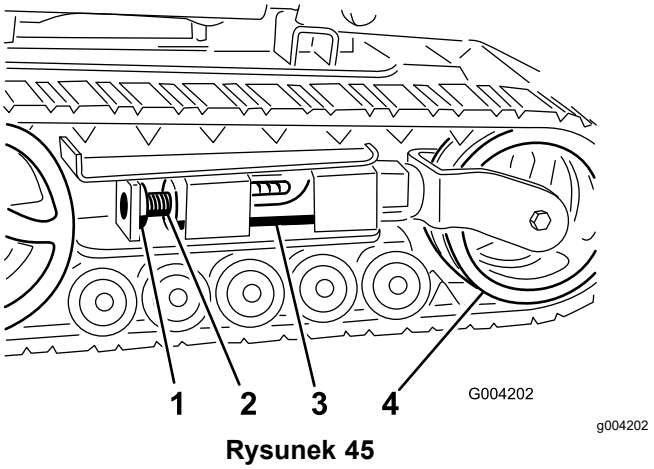
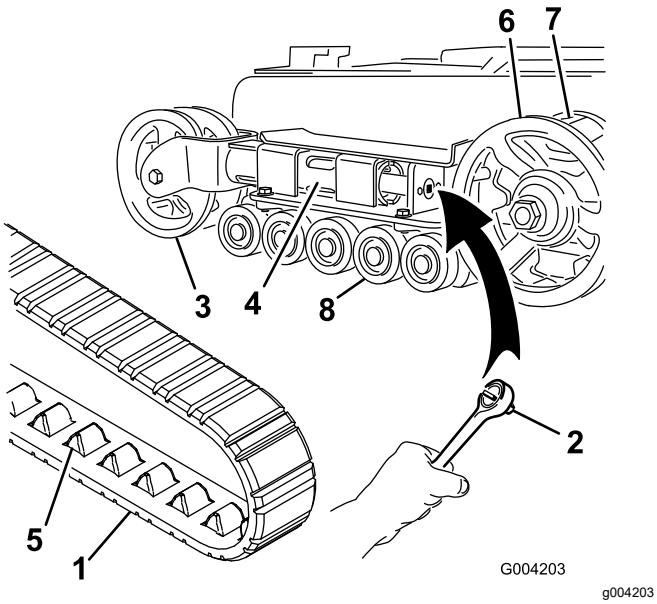
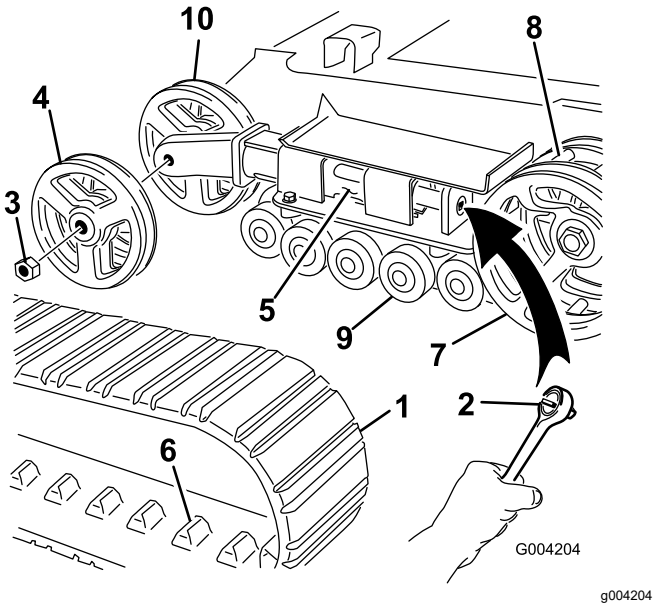

Rysunek 45
Rysunek 46
Rysunek 47
4. Odkręć śrubę zabezpieczającą i nakrętkę (Rysunek 45).
6. Ustaw najbliższe nacięcie na śrubie napinającej równo z otworem śruby zabezpieczającej i unieruchom śrubę za pomocą śruby zabezpieczającej i nakrętki (Rysunek 45).
Informacja: W maszynie występują gąsienice wąskie, jeżeli przednie koła napinające zamontowane są wewnątrz widelca na końcu rury napinającej (Rysunek 46).
5. Za pomocą klucza grzechotkowego z zabierakiem ½ cala uwolnij napięcie gąsienicy, obracając śrubę napinającą w prawo (Rysunek 45 oraz Rysunek 46).
6. Popchnij koło napinające w kierunku tyłu zespołu, aby dosunąć rurę napinacza do ramy (Rysunek 46).
8. Po zdjęciu gąsienicy z koła napinającego zdejmij ją z koła napędowego oraz kół jezdnych (Rysunek 46).
9. Rozpoczynając od koła napędowego, nawiń wokół niego nową gąsienicę, upewniając się, że zęby gąsienicy wpasowały się między zęby koła napędowego (Rysunek 46).
10. Wepchnij gąsienicę pod oraz pomiędzy koła jezdne (Rysunek 46).
Informacja: W maszynie występują gąsienice szerokie, jeżeli przednie koła napinające zamontowane są po bokach rury napinającej (Rysunek 47).
5. Za pomocą klucza grzechotkowego z zabierakiem ½ cala uwolnij napięcie gąsienicy, obracając śrubę napinającą w prawo (Rysunek 45 oraz Rysunek 47).
6. Popchnij koło napinające w kierunku tyłu zespołu, aby dosunąć rurę napinacza do ramy (Rysunek 47).
7. Odkręć nakrętkę mocującą zewnętrzne koło napinające i zdejmij koło (Rysunek 47).
8. Zdejmij gąsienicę (Rysunek 47).
9. Odkręć nakrętkę mocującą wewnętrzne koło napinające i zdejmij koło (Rysunek 47).
13. Załóż wewnętrzne koło napinające i zamocuj je nakrętką, która została wcześniej zdjęta (Rysunek 47).
15. Załóż nową gąsienicę, upewniając się, że zęby gąsienicy wpasowały się między zęby w środku koła napędowego (Rysunek 47).
16. Załóż zewnętrzne koło napinające i zamocuj je nakrętką, która została wcześniej zdjęta (Rysunek 47).
6. Przełóż nasmarowany kołpak koła jezdnego przez łeb śruby (Rysunek 46).
7. Zabezpiecz kołpak koła jezdnego za pomocą pierścienia sprężynującego (Rysunek 46).